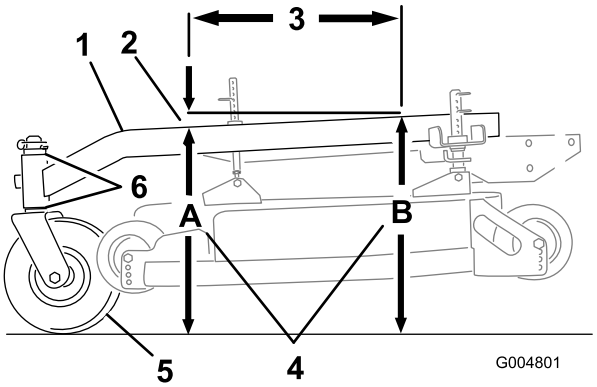

**Figure 71**
L'inclinaison avant/arrière du bâti porteur doit être comprise entre 3 mm (1/4") et 9 mm (3/8") sur 61 cm (24") de sa longueur (Figure 71).
1. Mesurez 61 cm (24") sur le bâti porteur (Figure 71).
2. Mesurez la hauteur du bâti porteur au point **A** (Figure 71).
3. Mesurez la hauteur du bâti porteur au point **B** (Figure 71).
4. La hauteur au point **A** doit être inférieure de 3 à 10 mm (1/8 à 3/8") par rapport au point **B** (Figure 71).
5. Si ce n'est pas le cas, déplacez les entretoises des roues pivotantes de manière à obtenir l'inclinaison voulue de 3 à 10 mm (1/8 à 3/8") (Figure 71).